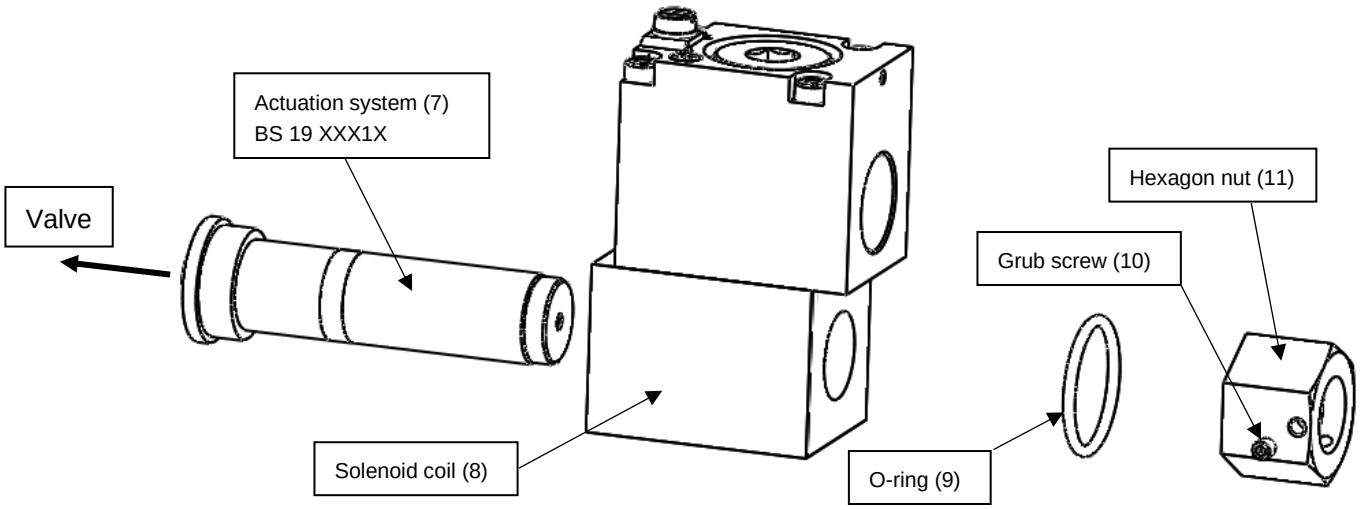

Fig. 10: Exploded view of mechanical connection
The assembly sequence to be observed when installing the solenoid coil (8) and the actuating system (7) is shown in Fig. 10. Observe the tightening torques given in Table 31.
Slide the solenoid coil (8) over the actuation system (7) in the order shown in Fig. 10 and fit the O-ring (9) and hexagon nut (11). Tighten the hexagon nut to the tightening torques defined in Table 31. Secure the hexagon nut with the grub screws (10) provided by applying the tightening torque defined in Table 31.